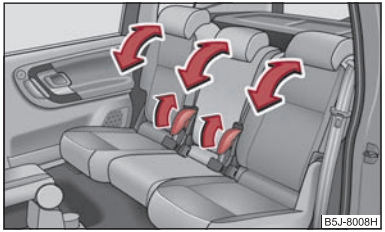

Fig. 51 Adjusting the seat backrest
– Pull the lever ⇒ fig. 51 and adjust the desired angle of the seat backrest. ■
– Pull the lever ⇒ fig. 51 and fold the seat backrest fully fowards.